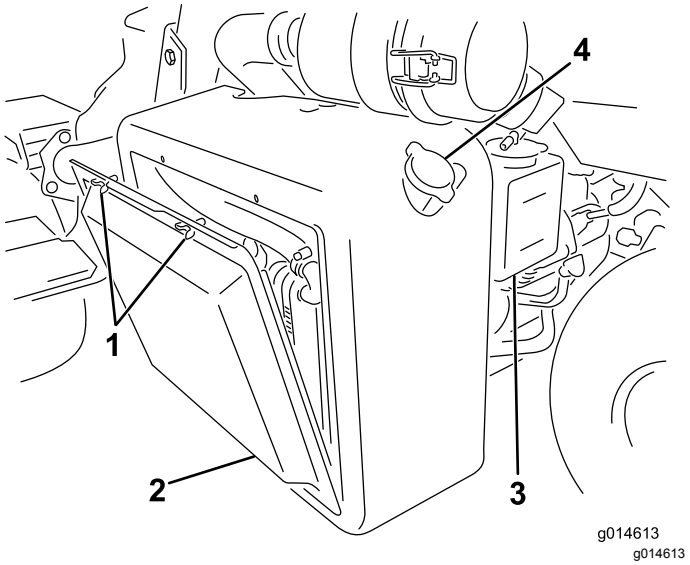
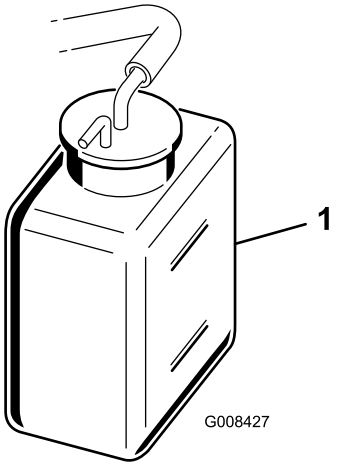

Figur 37
Figur 38
1. Ta av radiatorskjermen (Figur 37).
2. Kontroller kjølevæskenivået (Figur 37 og Figur 38).